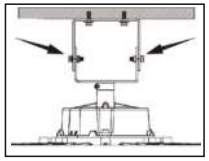
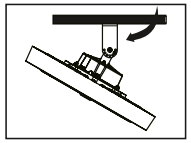

Рис. 4
Рис. 5
5.12.4 Извлеките боковые винты из кронштейна (рис. 4), произведите регулировку осветительного прибора на необходимый угол (рис. 5), установите винты и надежно затянте их.